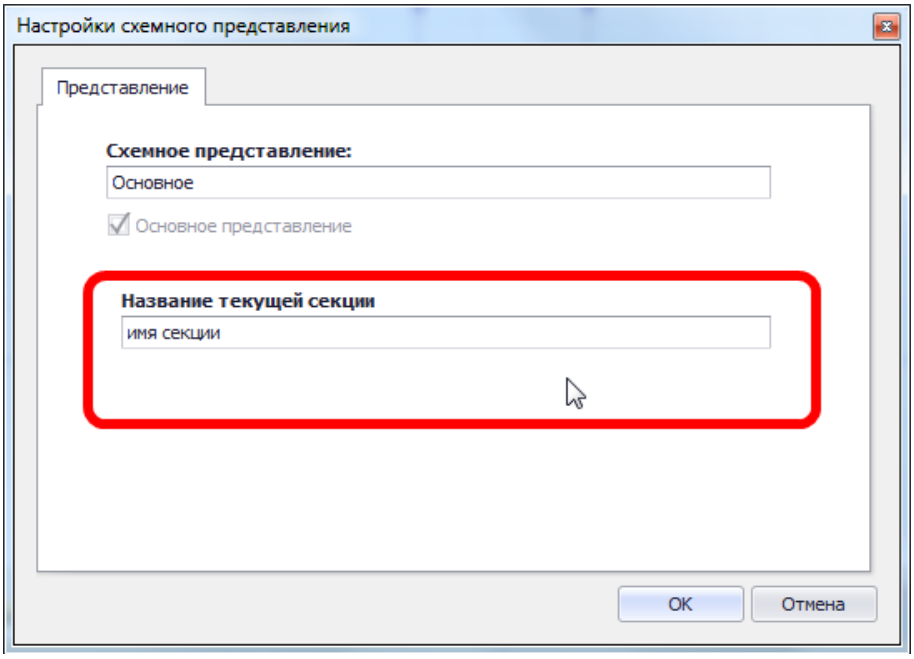

Рис. 246. Переименование секции
2. Ввести имя секции в поле «Название текущей секции» и нажать кнопку «ОК», см. Рис. 246. Секция будет переименована.